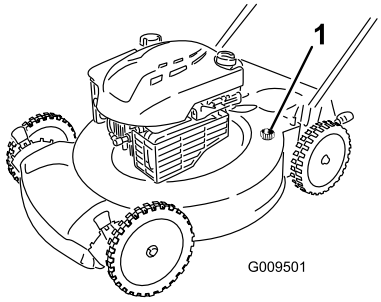

Figuur 33
4. Bevestig een tuinslang die aangesloten is op een kraan aan de wasaansluiting op de machine (Figuur 33).